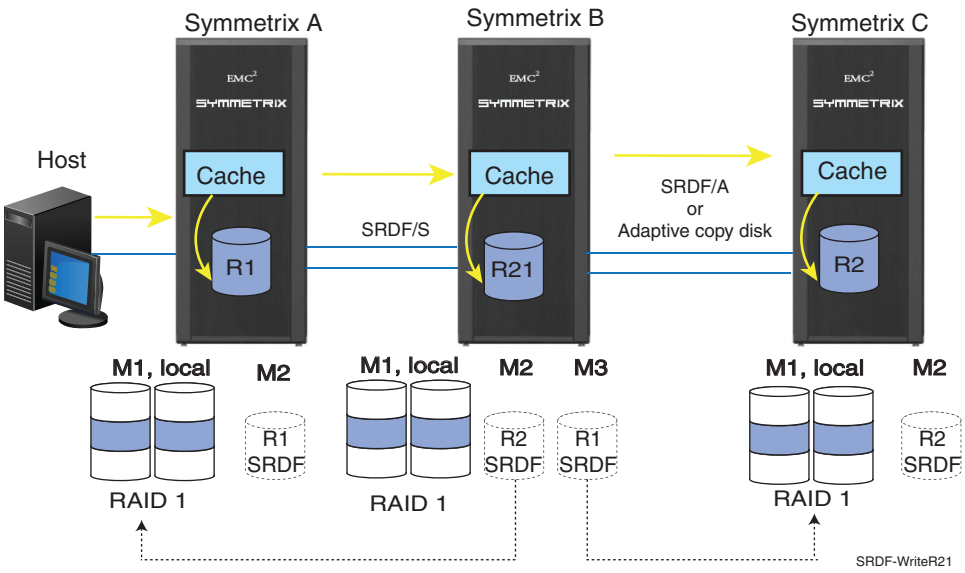

Figure 25 Write I/Os to R21 devices
- Synchronous I/O flow between Symmetrix A and Symmetrix B as shown in Figure 25 on page 71
When a write I/O arrives to cache in Symmetrix B, the SRDF emulation in Symmetrix B sends a positive status across the SRDF links to Symmetrix A (synchronous operations) and also creates a request for SRDF emulations at Symmetrix B to send data across the SRDF links to Symmetrix C. Figure 25 on page 71 illustrates the synchronous I/O flow in a cascaded SRDF topology.